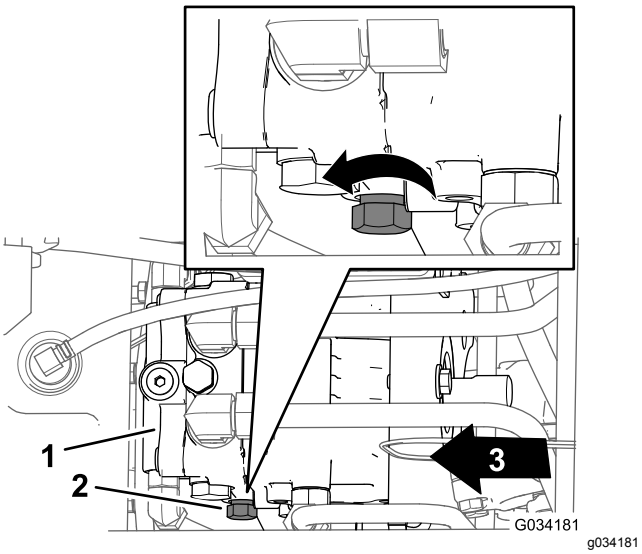

Figur 29
2. Lokalisera förbikopplingsventilens styrreglage på hydraulpumpens vänstra sida (Figur 29).
3. Vrid styrreglaget tre varv moturs (Figur 29).
3. Vrid styrreglaget (Figur 29) medsols tills det tar emot, vilket betyder att förbikopplingsventilen är stängd.